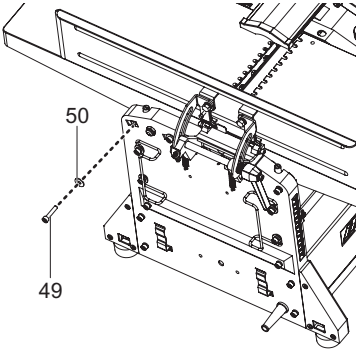

Fig. 6
> Desaperte o perno hexagonal M5 x 25 (49) com a chave hexagonal de 4 mm (39) fornecida e retire-o juntamente com a arruela plana 5 (50) da parte traseira da máquina. (Fig. 6)